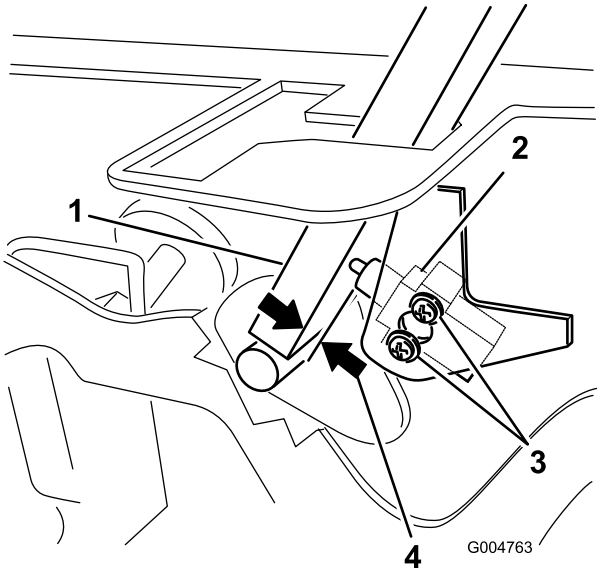

Figur 51
3. Løsne de to skruene som fester sperrebryteren (Figur 51).
4. Mens du holder kontrollspaken mot rammen, flytt bryteren mot spaken til avstanden mellom spaken og bryterhuset er 0,4 til 1 mm som vist i Figur 51.